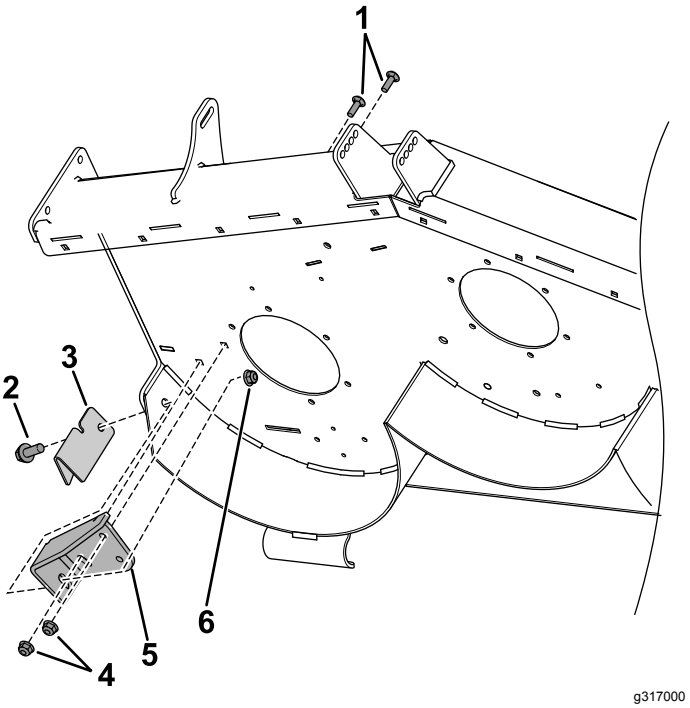

Figure 10
3. **For 48-inch and 54-inch decks:** Install the rounded-edge-discharge baffle and bagger guard with appropriate hardware as shown in Figure 10.